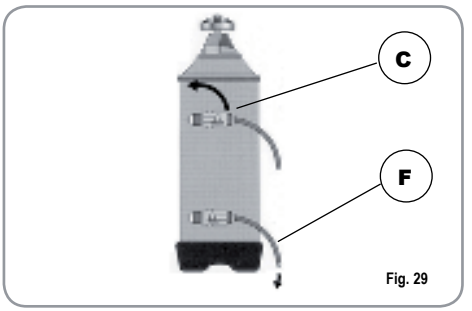

Fig. 29
2) Put the cap back on and reposition lever C moving it towards the left (Fig. 29) and allowing tube F to discharge the salty water until it has been eliminated and the water becomes fresh again (about half and hour).